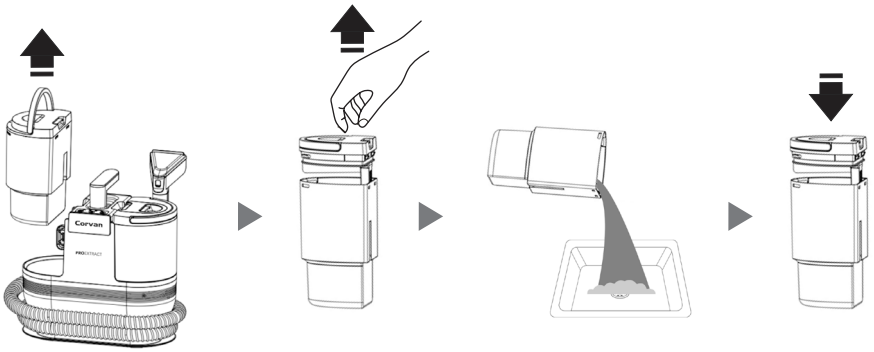

Fig. 14 Fig. 15 Fig. 16 Fig. 17
2. Remove the dirty water tank (Fig. 14) and carry it to a sink, toilet, or outside (where you will dispose of the dirty water).